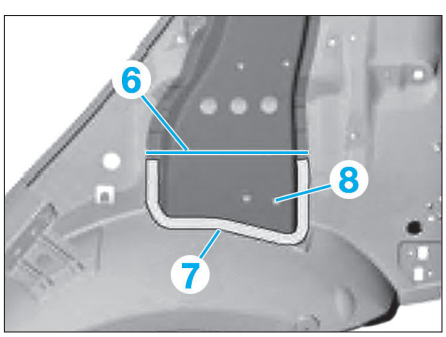

FIG. 39
• Sur la pièce neuve, tracer la ligne de coupe en (6) **(Fig.39)**.